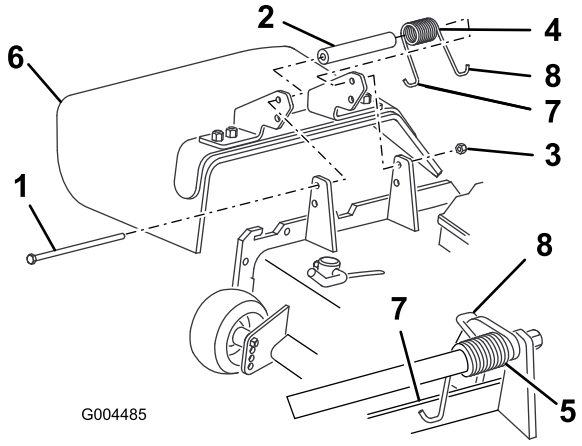

Figuur 71
2. Verwijder de borgmoer, bout, veer en afstandsstuk waarmee de bevestigingen van de grasgeleider vastzitten op de draaibeugels (Figuur 71). Verwijder een beschadigde of versleten grasgeleider.
3. Plaats het afstandsstuk en de veer tussen de beugels van de nieuwe grasgeleider (Figuur 71). Plaats het
Opmerking: Zorg ervoor dat het linker J-vormige haakeind van de veer is geplaatst achter de rand van het maaidek voordat u de bout monteert, zoals wordt getoond in Figuur 71.
4. Monteer de bout en de moer. Plaats het rechter J-vormige haakeind van de veer om de grasgeleider (Figuur 71).